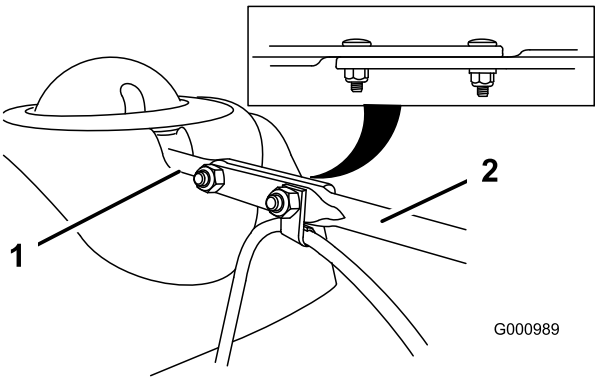

Bild 9
3. Richten Sie das abgeflachte hintere Ende der langen Auswurfschaltstange mit dem abgeflachten vorderen Ende der kurzen Stange aus, die aus dem Armaturenbrett herausragt, sodass beide eingreifen (Bild 9).